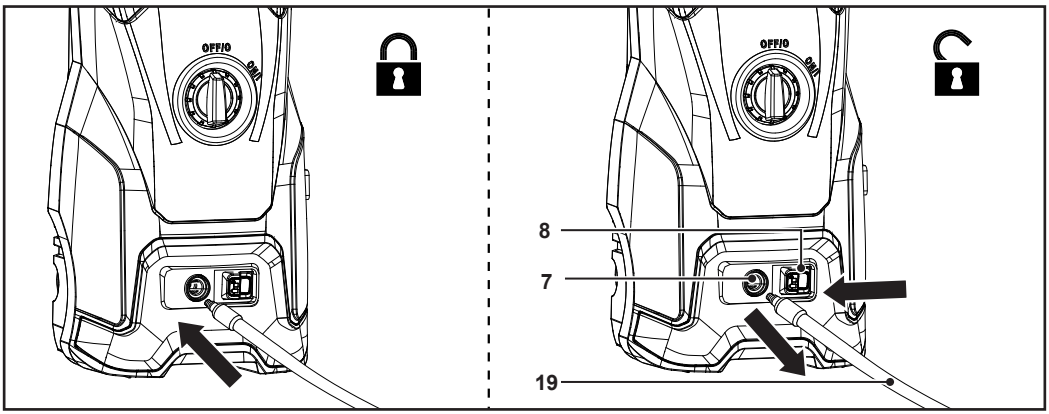

Rys. 5
1. W celu podłączenia węża ciśnieniowego (19) należy umieścić go w wylocie wody (7). Wąż ciśnieniowy zablokuje się w odpowiednim położeniu ze słyszalnym kliknięciem (rys. 5).
2. W celu odłączenia należy przesunąć przycisk przesuwny (8) w kierunku wylotu wody (7) (rys. 5). Jednocześnie wyciągnąć wąż ciśnieniowy (19) z wylotu wody (rys. 5).